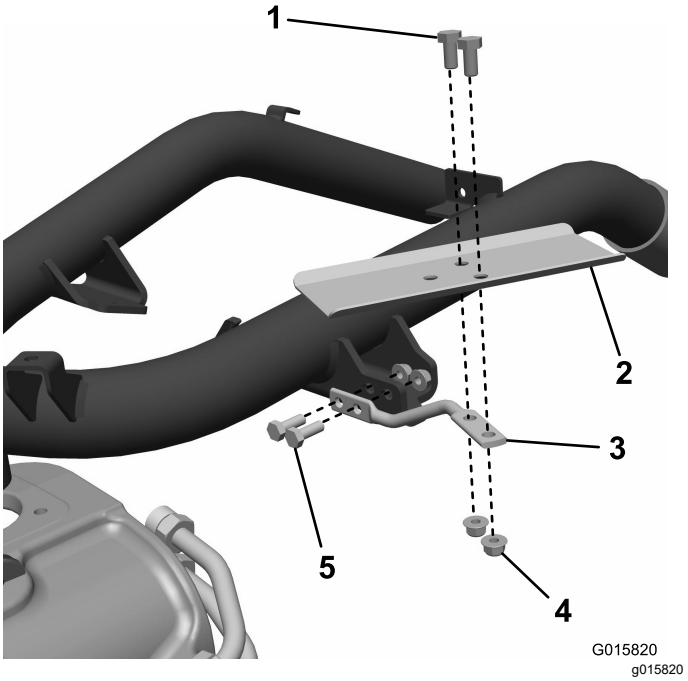

Figura 8
1. Instale a forma do fio na estrutura e prenda-o com dois parafusos (5/16 pol.) e duas porcas (Figura 8).